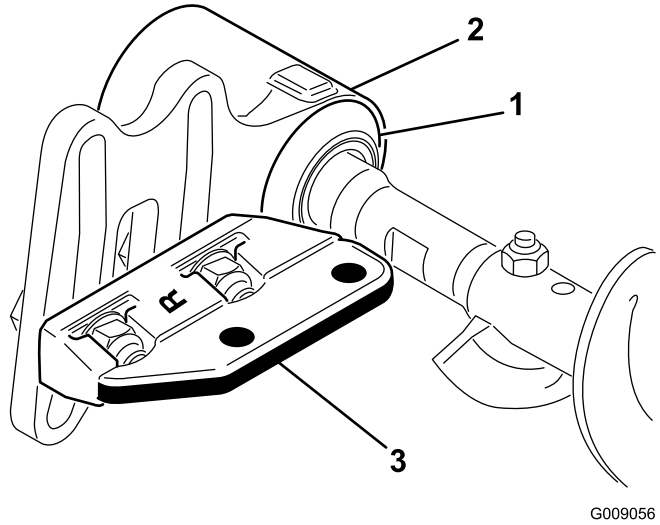

Figur 10
9. Skjut alla utestängningstätningar utåt tills läpptätningarna har lätt kontakt med alla lagerhus (Figur 10).